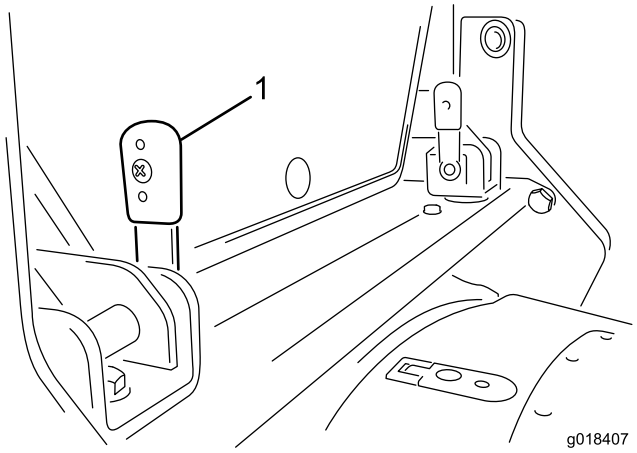

Figur 15
1. Vrid de två låsspakarna på tvärbalken på hyttens baksida så att de pekar uppåt (Figur 15).
2. Tryck spakarna genom fästena när de är i det vertikala läget (Figur 15). Du kanske måste vicka spakarna in i fästena för att rikta in dem med låstapparna i skenorna.